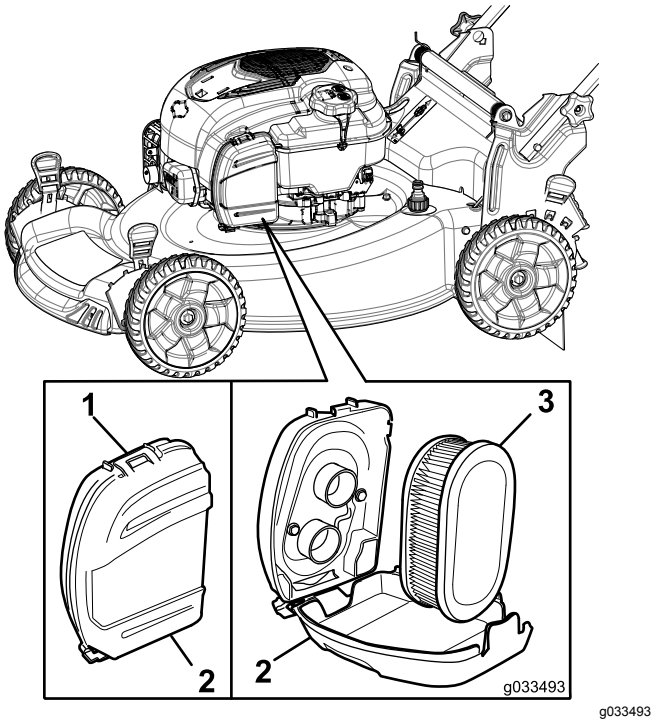

Rysunek 26
1. Odepnij górę pokrywy filtra powietrza (Rysunek 26).
2. Wyjmij filtr powietrza (Rysunek 26).